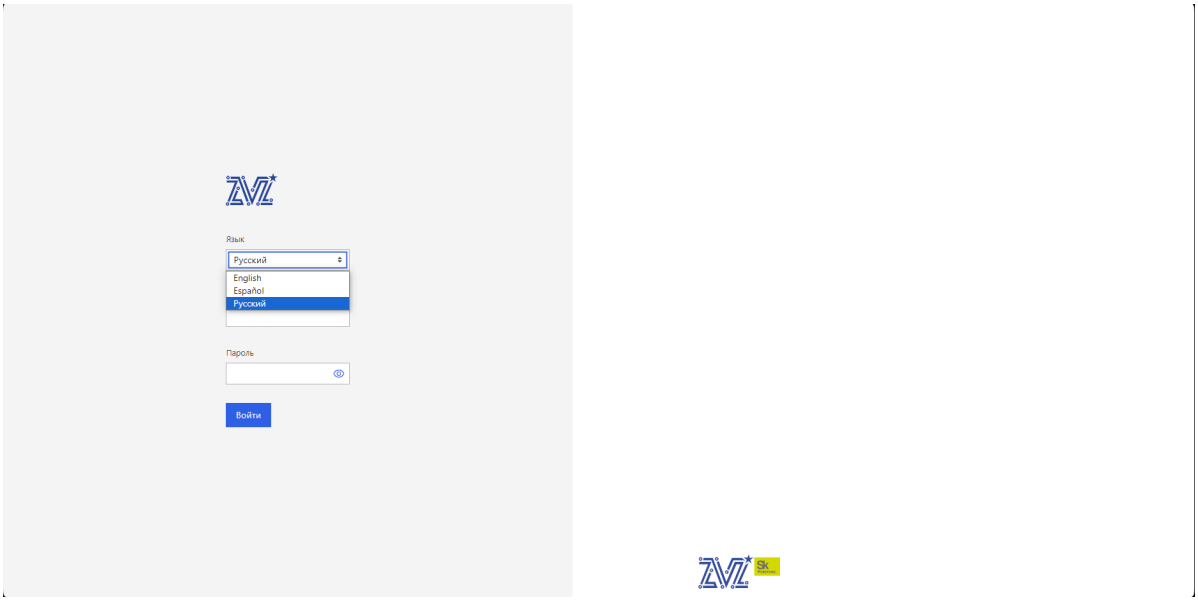

Рис. 75. Окно «Журнал событий»
1) Подключитесь в BMC-консоль оборудования (Журнал событий Altair Z). Во вкладке «Язык» выберете «Русский». Окно показано на рис. 75 Окно «Журнал событий»